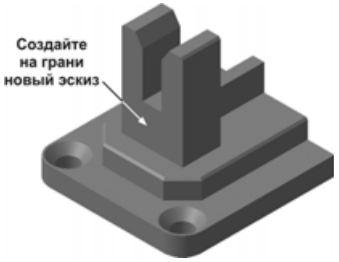

Рис. 5.95
- Вновь разместите указатель перед элементом **Зеркально отразить все:1**. В окне модели создайте новый эскиз на передней грани призмы (рис. 5.95).